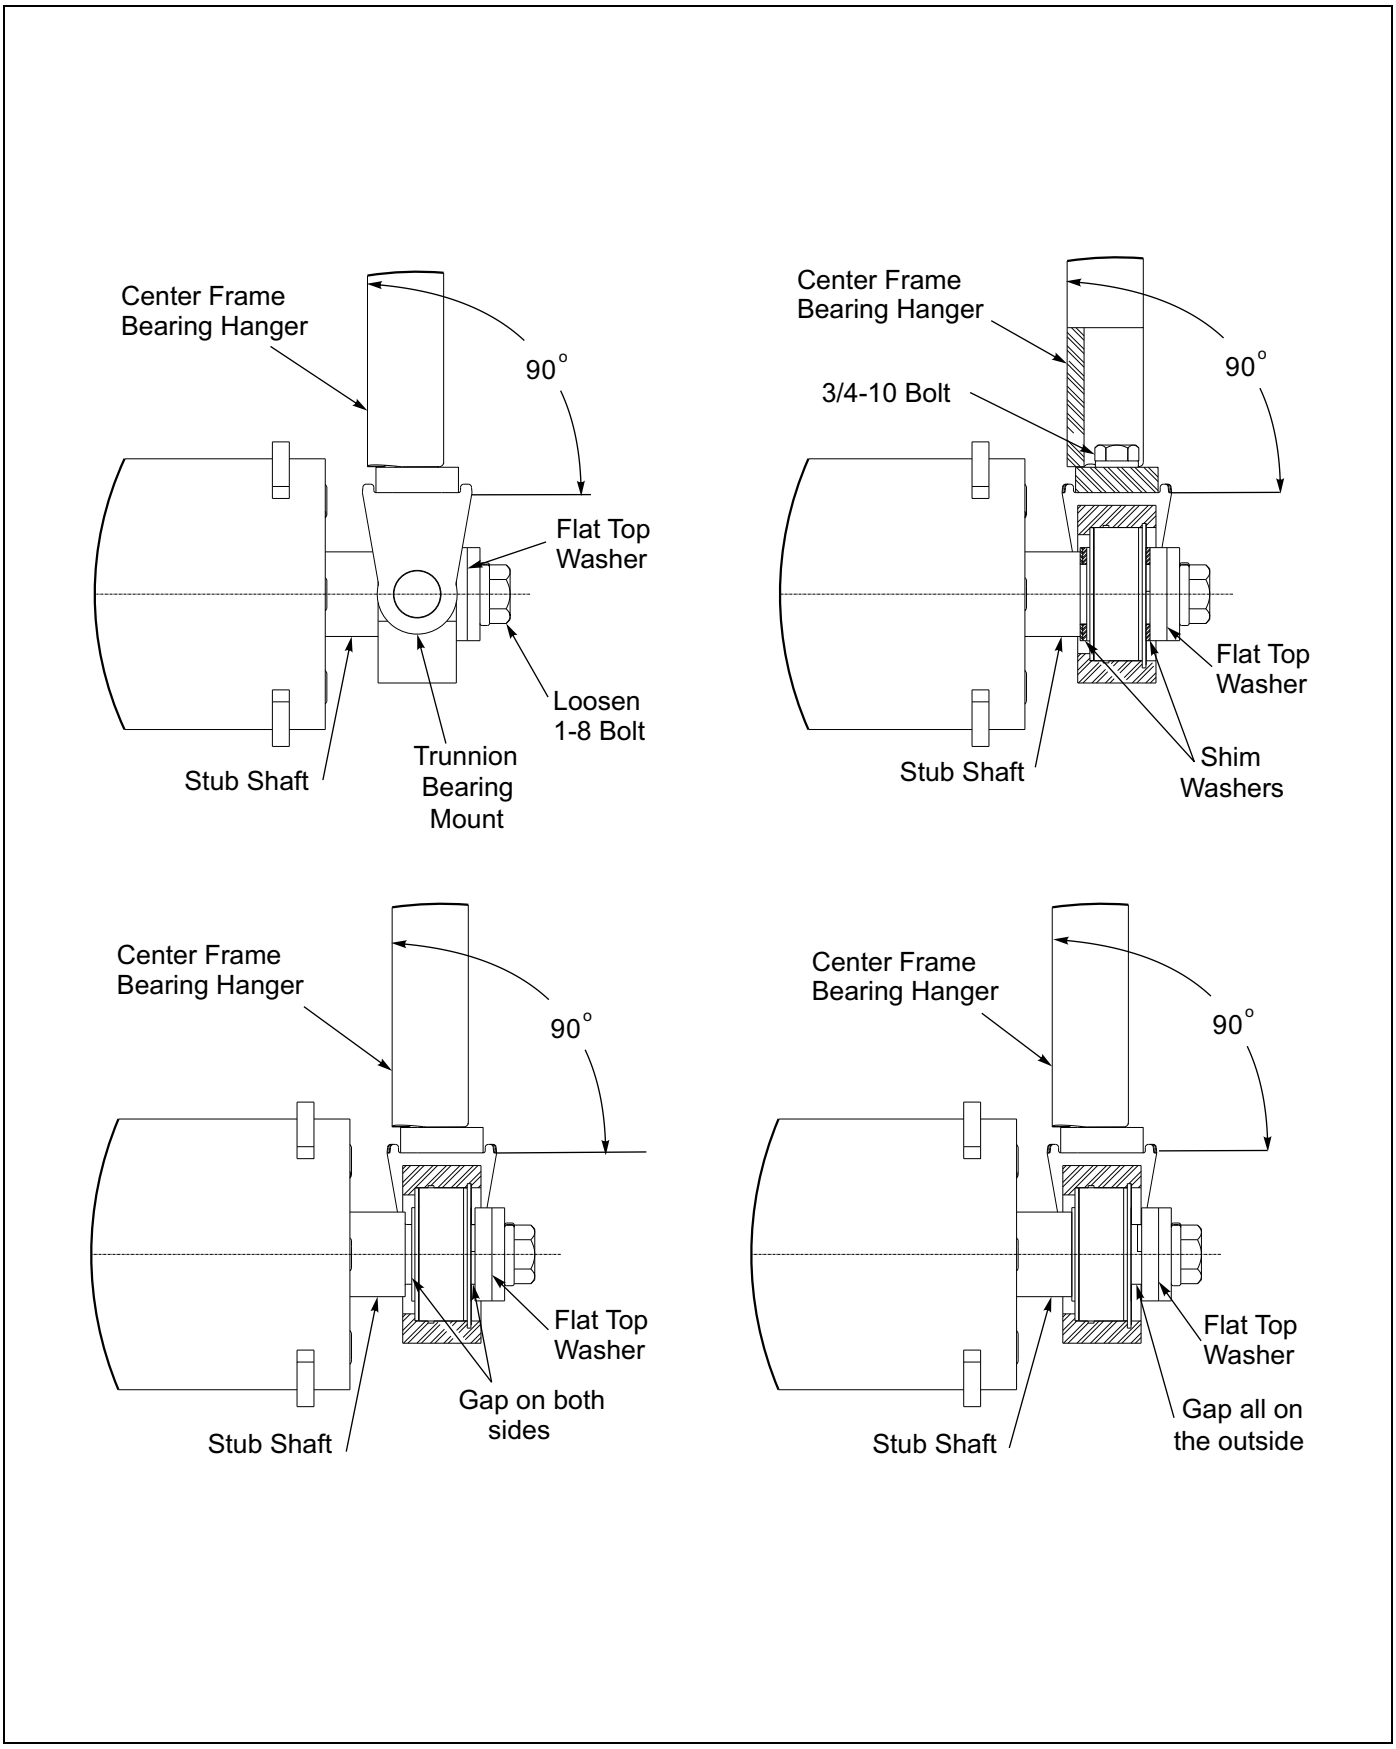

Figure 2-16: Trunnion Spacers
4. Look at each Trunnion Bearing Mount to make sure that it is sitting perpendicular to the Center Frame Bearing Hanger. If not adjust the Shim Washers accordingly, for each side there are two 11ga and one 14ga Shim Washers. Shim Washers can be all three on the inside between the Stub Shaft shoulder and the Trunnion Bearing, all three can be on the outside between the Trunnion Bearing and Flat Top Washer, or a combination on either side, but all three must be used to minimize the gap. If gap cannot be properly minimized with bearing snap rings to outside, turn bearing around to have snap ring to inside. The bearing inner race is offset with respect to the trunnion bosses by 1/32”. By installing bearings with snap rings in versus out, 1/16” difference can be made up at assembly if needed. **See Figure 2-16.**